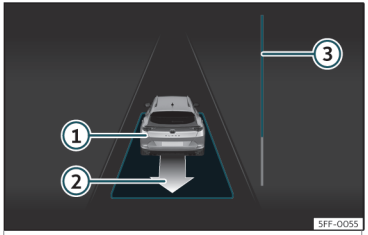

Fig. 182 Sul display del quadro strumenti: uscire da un parcheggio in linea.
- Retrocedere finché non si sentirà il segnale continuo del ParkPilot; **OPPURE:** spostarsi in retromarcia finché nel display del quadro strumenti non comparirà l'indicazione di spostarsi con la marcia in avanti. La barra di avanzamento››› **fig. 182** ③ indica la distanza che si deve percorrere››› **pag. 289** .